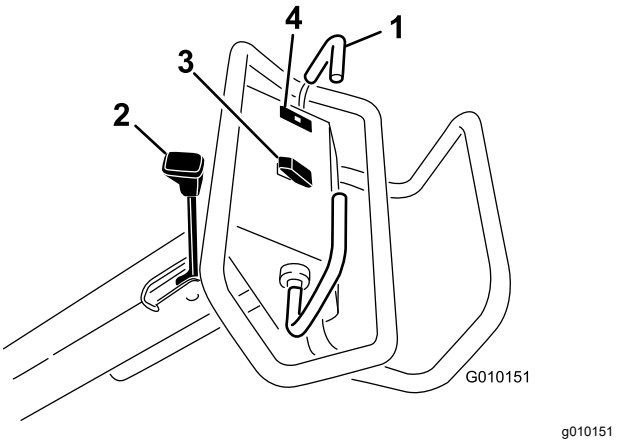

**Figure 11**
To move forward, move the traction bail forward. To move rearward, move the traction bail rearward (Figure 11).
- To engage the parking brake, move the parking-brake lever toward the operator handle (Figure 11).
The oil-pressure warning light (Figure 11) illuminates when the engine-oil pressure drops below a safe level. If low oil pressure ever occurs, shut off the engine and determine the cause. Repair the damage before starting the engine again.
**Raise**—Press the top of the switch (Figure 11) to raise the coring head and disengage the coring head. The engine must be running to generate lift pressure. If the coring head is below the transport height, refer to Resetting the System Control Circuit (page 24).
**Lower/Engage**—Press the bottom of the switch (Figure 11) to lower and engage the coring head. The traction bail must be in the forward position to activate the switch.